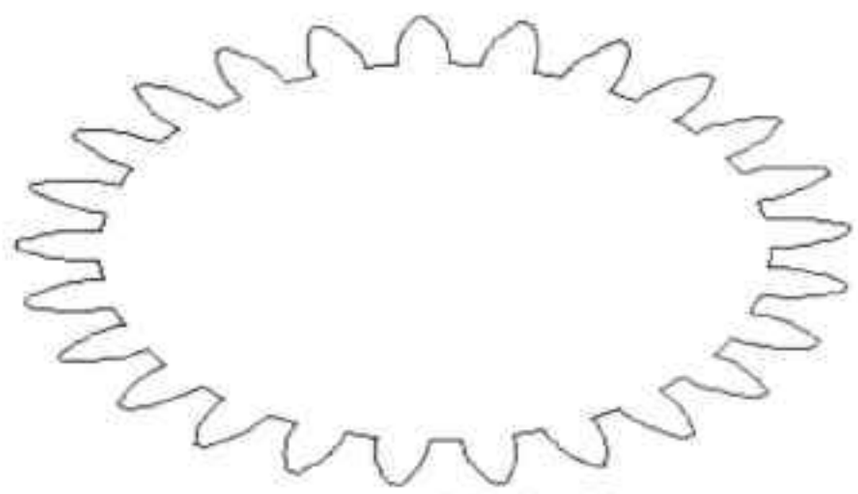

图12-49 转换成面域
Step12 执行“编辑多段线”命令，将修剪后的图形转换成面域，并执行“视图”命令，将视图切换至西南视图，如图 12-49 所示。